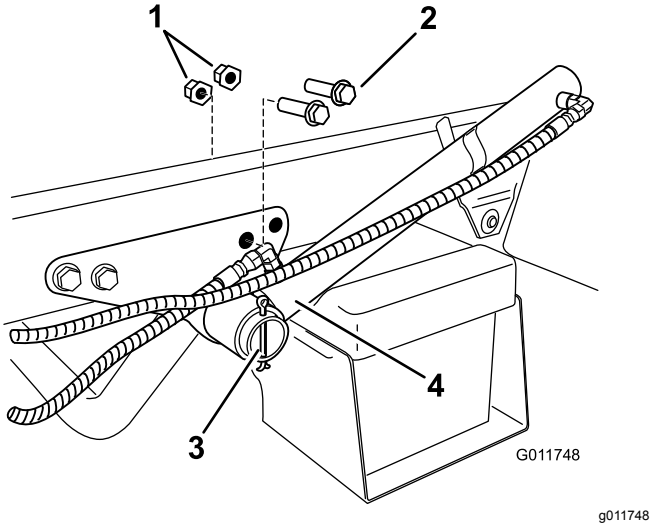

Figur 7
1. Find og fjern de to bageste bolte og flangemøtrikker på løftecylinderbeslaget (Figur 7).